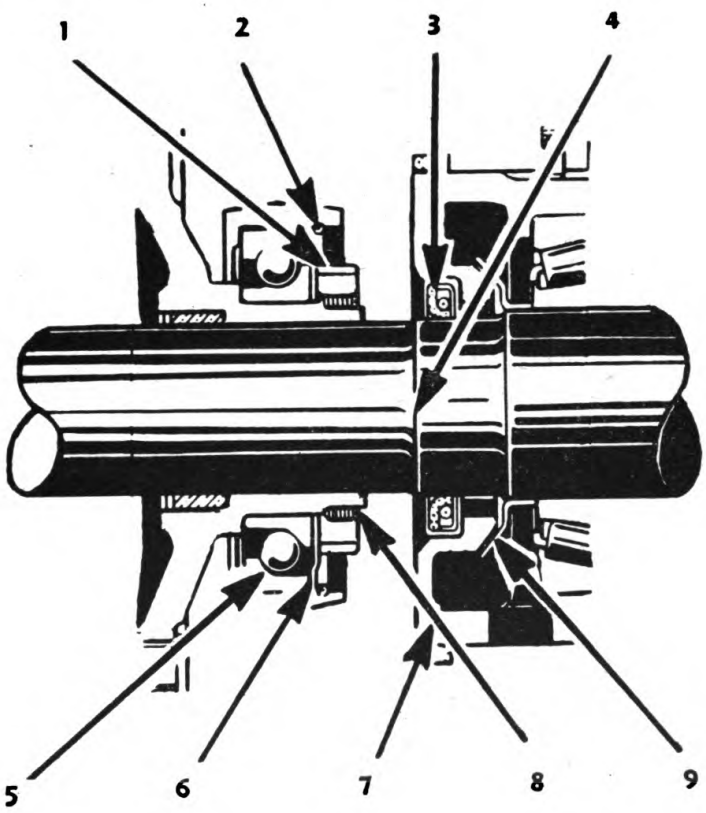

FIGURE 128.—Release bearing.
b. Release bearing.—(1) Setscrews (8) (fig. 128) are used to lock retaining nut (1). In original assembly, after the setscrews are installed, the threads around the holes are peened. Remove peened material, setscrews, and nut (1). Lock ring (2) holds oil retainer (6) in position.
c. Bearing cages.—Before installing bevel gear bearing cages (7) (fig. 128), make certain that oil thrower (9) is in place. The wiping edge of seal (3) should be toward the bevel gear and should be protected as the seal is installed over shoulder (4) of bevel gear shaft.